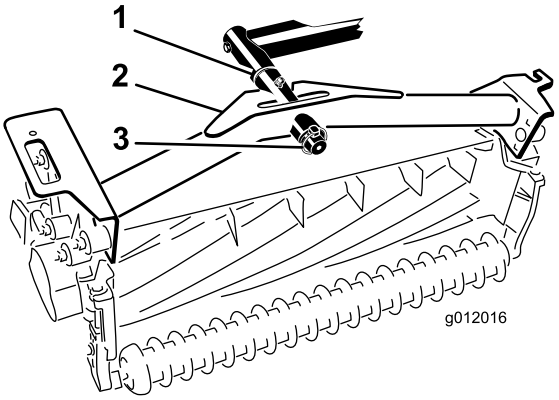

Rysunek 20
2. Na oś należy nasunąć ramę nośną z zespołem tnącym i zabezpieczyć ją przed spadnięciem zawleczką (Rysunek 20).